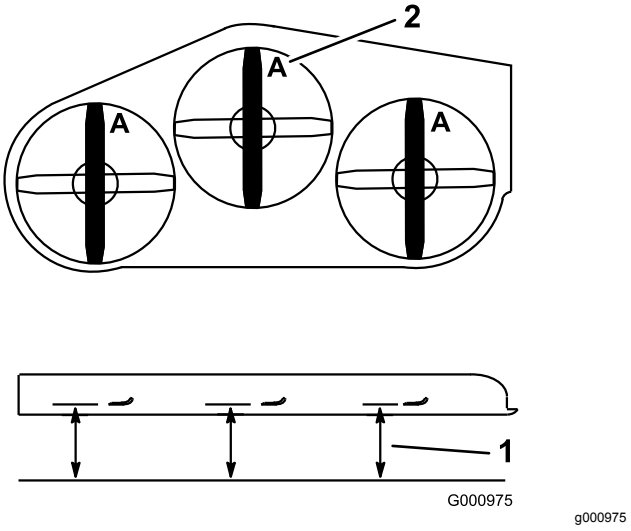

Figur 113
2. Mät från en plan yta till knivens egg vid punkt **A** på knivarna (Figur 113).